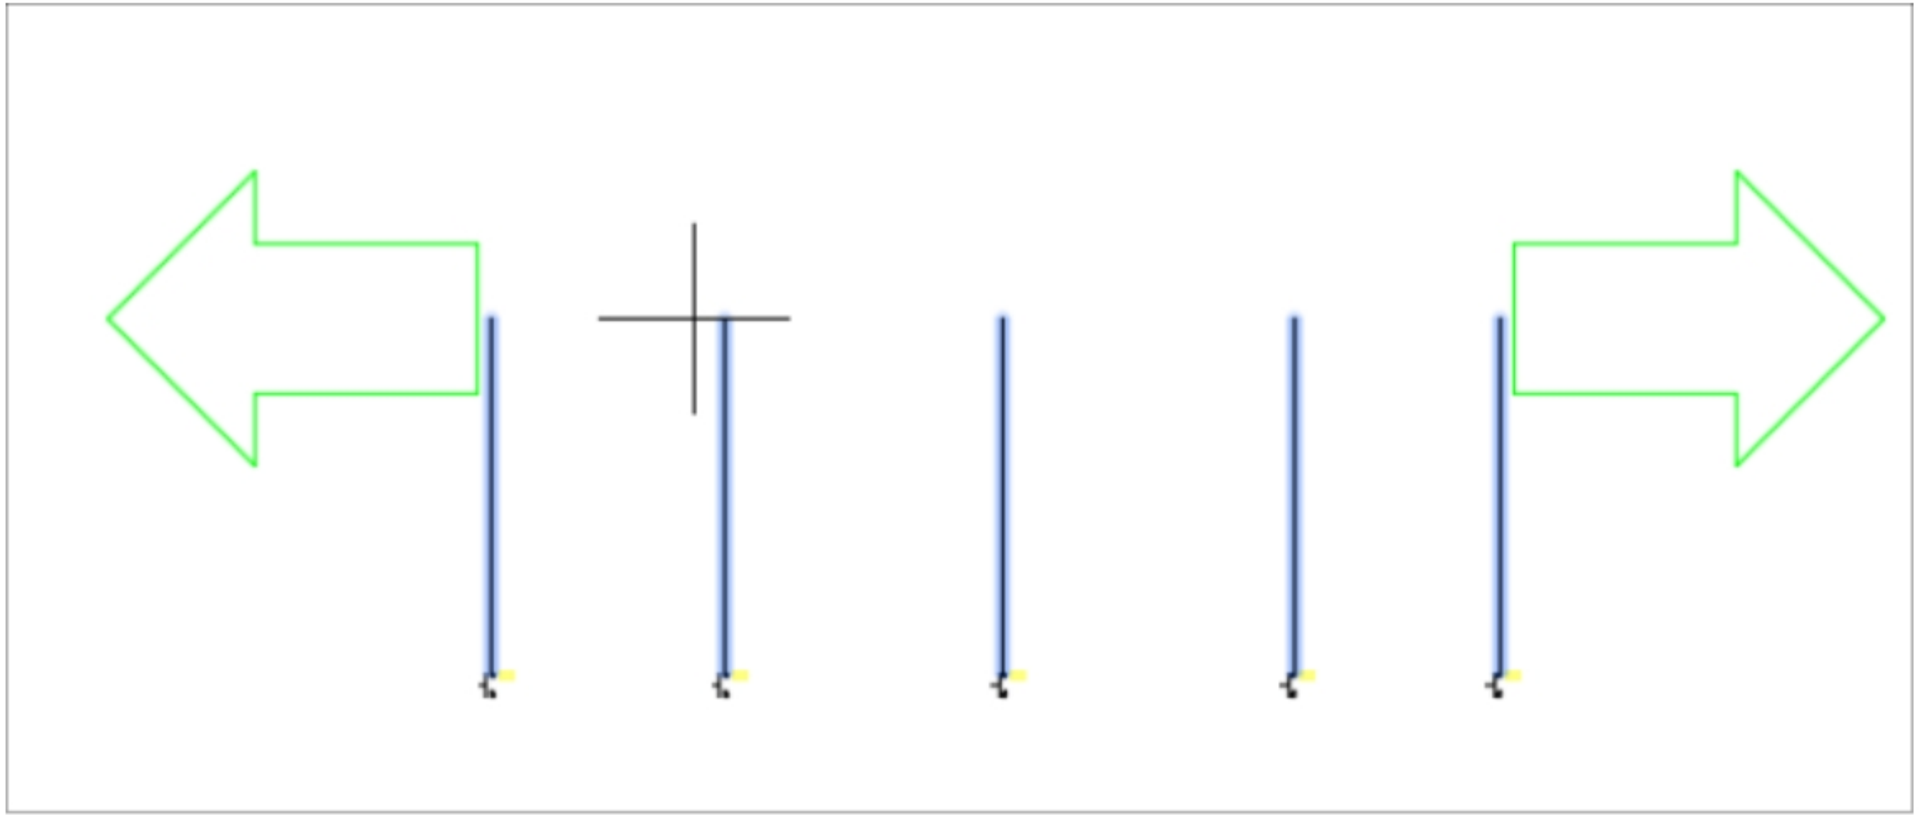

Figure-11. Wires attached to the cursor
- Press **ENTER** at the command prompt. Wires will get attached to the cursor; refer to Figure-11.